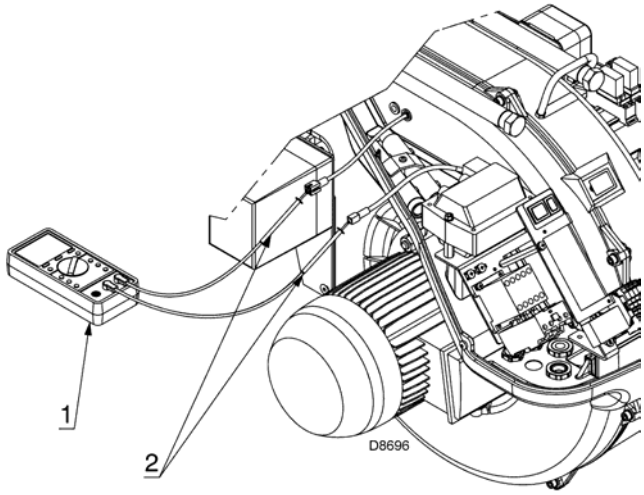

Рис. 35
Горелка выдает намного больший ток, поэтому обычно не требуется выполнять никаких проверок. Если же вы всё равно захотите измерить ток ионизации, необходимо вынуть штекер из разъёма на проводе датчика ионизации (2) (Рис. 35) и подключить микроамперметр для измерения постоянного тока со шкалой 100 мкА (1) (Рис. 35). Внимание! Соблюдайте полярность!